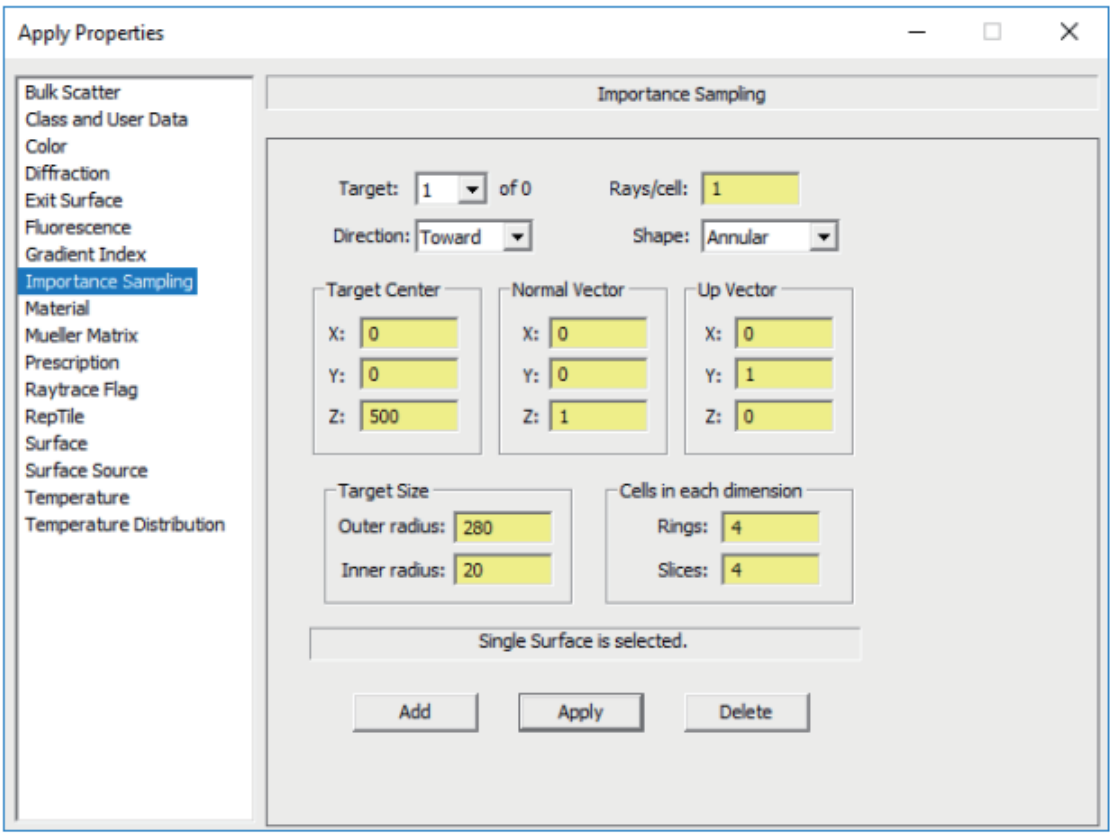

FIGURE 9.56 - Applying an importance sampling target to the Exit Surface.
逆光線追跡を機能させるためには、逆光線を生成するためのインポータンスサンプリングのターゲットを定義する必要があります。光線には、5.37 ページの「逆光線追跡の理論」のセクションで説明されているように、étendue（エタンデュ）値が割り当てられ、立体角はインポータンスサンプリングのターゲットによって決定されます。1 つ以上のターゲットがないと、étendue を有意義な方法で計算できません。ターゲットは、逆光線が追跡される各出口サーフェスに割り当てられます。この例では、1 つのインポータンスサンプリングターゲットを使用し、それを **Observation disk:Front** に適用します。この面を選択し、前のセクションと同様に**「プロパティの適用」**ダイアログボックスを開き、今回は**「インポータンスサンプリング」**タブを選択します。リフレクタの前面（z = 500 に位置）に、外半径 = 280、内半径 = 20 の環状のインポータンスサンプリングターゲットを作成します。また、4x4 のパターンで放射状および方位角方向に分割することにより、インポータンスサンプリングターゲットにセルを作成します。図 9.56 に示す値を入力し、「適用」をクリックしてターゲットを作成します。これらのセグメントにより、指定されたすべての逆光線に対して、4x4 = 16 本の光線が生成されます。1000 本の逆光線を指定したため、16,000 本の実際の光線が生成されます。
5. 9.54 ページの図 9.56 に示すように、Front サーフェスにインポータンスサンプリングターゲットを定義します。ただし、リングの数を 1、スライスの数を 1 に設定します。